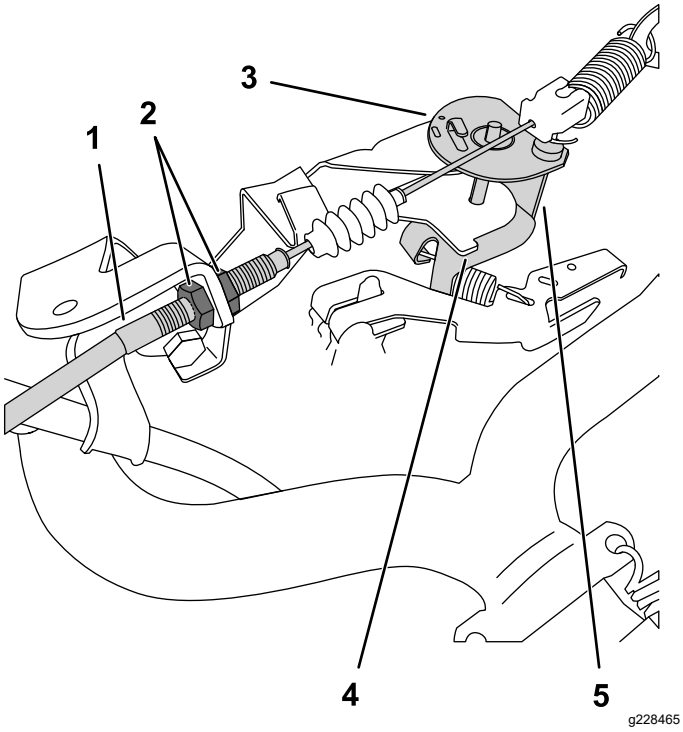

Figuur 39
3. Draai aan de gaskabel de voorste contramoer losser en de achterste contramoer vaster om het toerental in laag stationair te verhogen (Figuur 39).